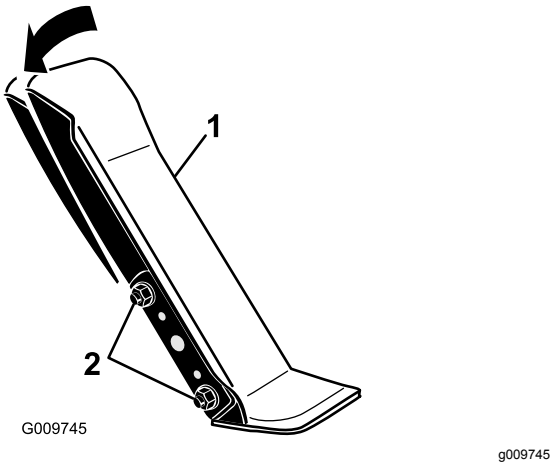

Figur 87
1. Løsne de to mutrene og boltene som fester venstre side av trekkpedalen til braketten (Figur 87).
2. Vipp pedalen til ønsket driftsvinkel og stram til mutrene (Figur 87).